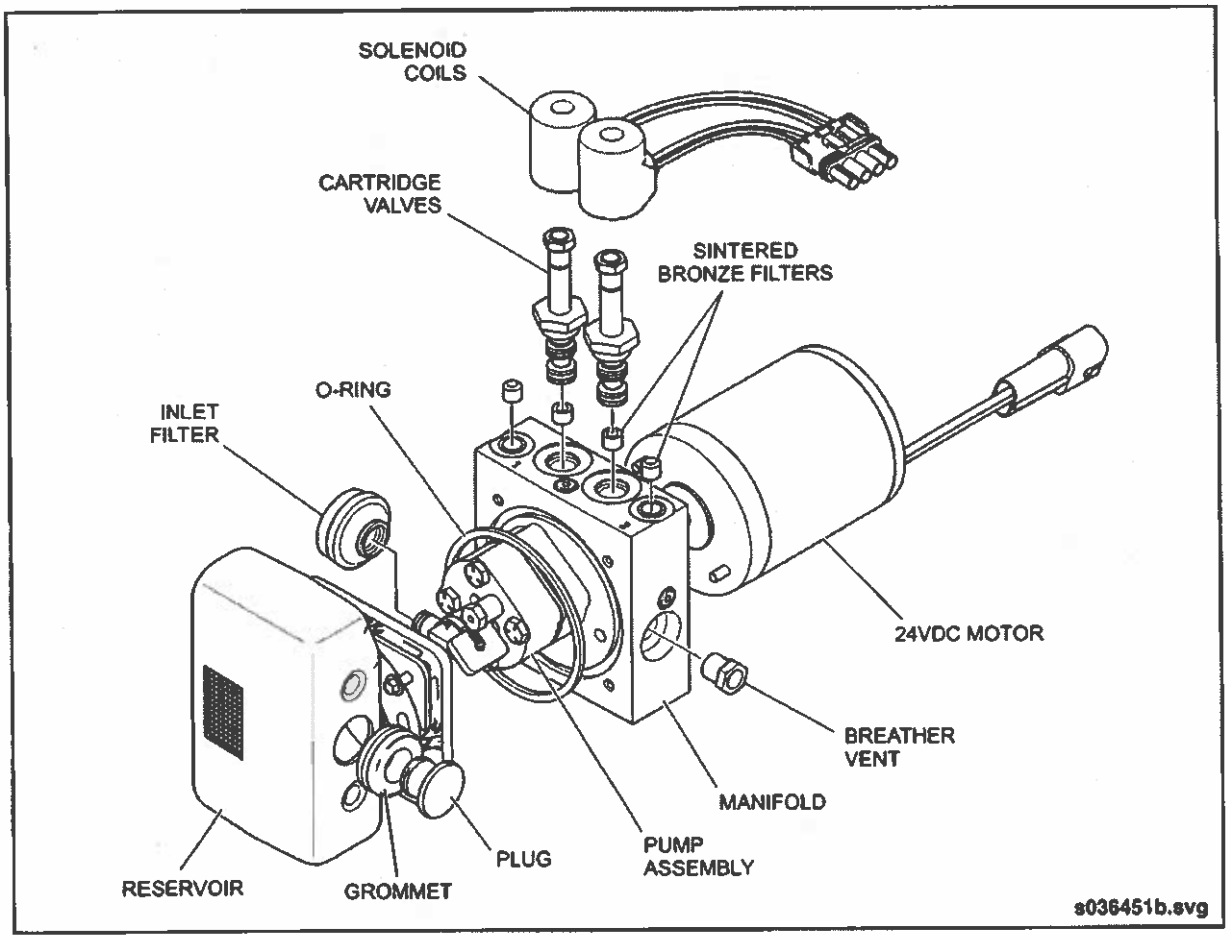

Fig. PM-35: Hydraulic Power Pack Assembly
5. Inspect filters and screens. Refer to 2.25.3.2. "Screen & Filter Inspection" on page 74 in this section for replacement procedure. See "Fig. PM-35: Hydraulic Power Pack Assembly" on page 74.